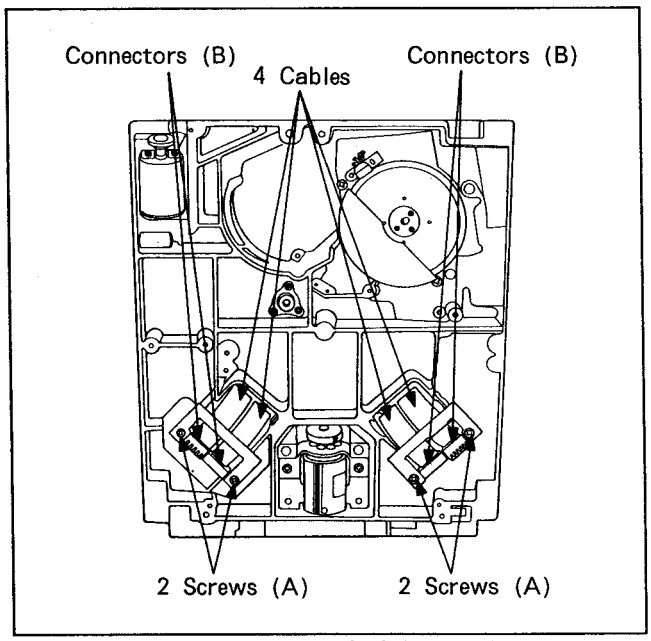

Fig. 6-4-1 Removal of the Cables
1. Remove the top panel (Refer to item 2-1).
2. Remove the front loading unit (Refer to item 2-3).
3. Remove the bottom panel (Refer to item 2-2).
5. Unscrew the 4 screws (A) and disconnect the 4 Connectors (B), then remove the 4 Cables as shown in Figure 6-4-1.